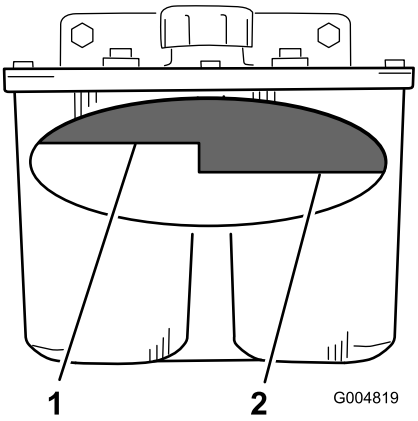

Figur 69
2. Rengør området omkring hydrauliktankens påfyldningsstuds (Figur 69).
3. Fjern hætten fra påfyldningsstudsen. Kig i tanken for at se, om der er væske i beholderen (Figur 69).
Bemærk: Væskestanden skal nå op til toppen af varm-niveauet på pladen, når væsken er meget varm (Figur 69).